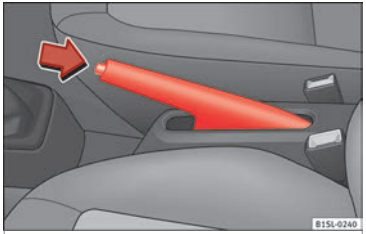

Fig. 143 Between the front seats: handbrake.
- Pull gently in an upwards direction on the handbrake lever and press the lock button ››› Fig. 143 (arrow).